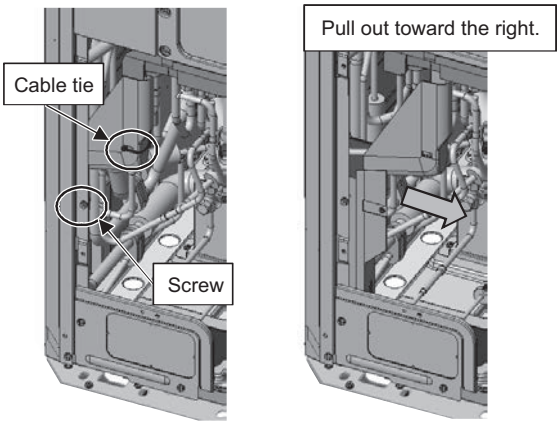

Figure 3
(3) Cut the cable tie, unscrew the screw, and pull the drain cover out to the right. (See Figure 3.)